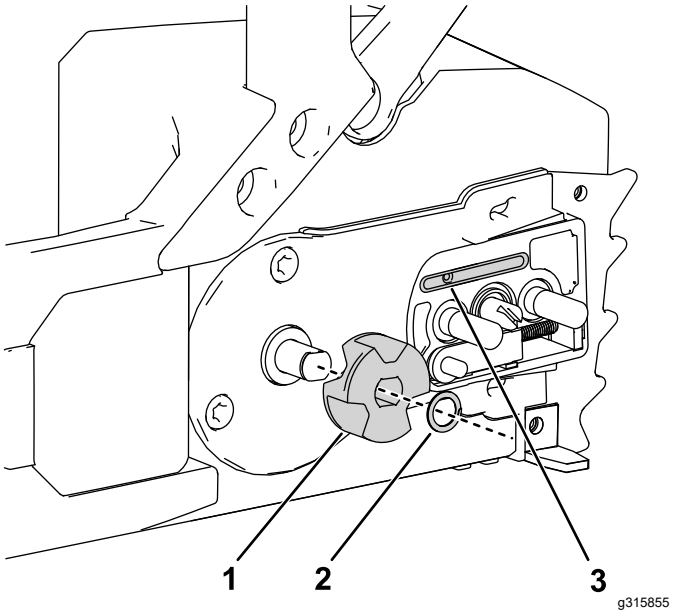

Figuur 29
5. Verwijder de borgring en het aandrijf-tandwiel van de kettingzaag (Figuur 29).
9. Controleer de oliepoort (Figuur 29) op vervuiling en maak deze indien nodig schoon.